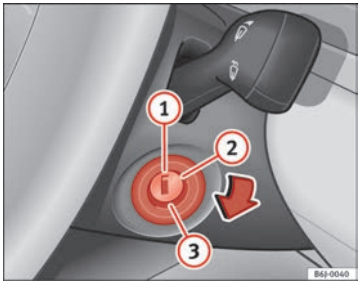

Fig. 98 Ignition key positions
In this position ⇒ Fig. 98 the ignition and the engine are OFF and the steering may get locked.
– Turn the ignition key to position ⇒ Fig. 98 (2). The warning lamp ➿ will light for engine pre-heating.
– When the lamp turns off, turn the ignition key to position (3) to start the engine. Do not press the accelerator.
– Turn the ignition key to position ⇒ Fig. 98 (1).